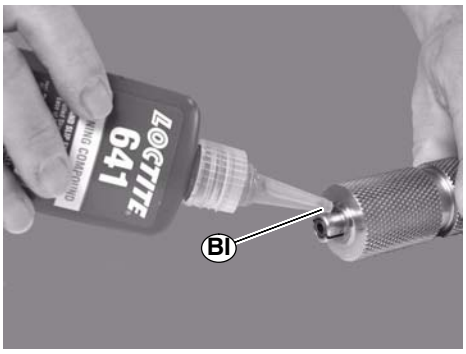

Figure 42
2. Apply a small amount of Loctite 641, or equivalant, to the outside of stub shaft (BI of Figure 42).